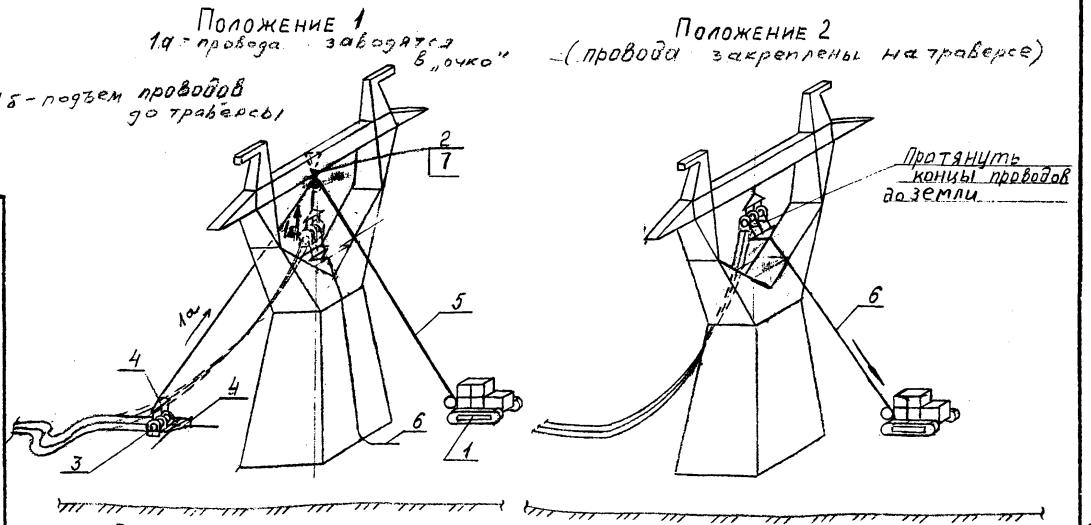

Рис. 11-2. Подъем проводов средней фазы
2.3.8. Выбрать слабину вспомогательного троса, присоединить его к трактору и ~~опустить~~ концы проводов за раскаточное коромысло до земли (рис. 11-2 положение 2).